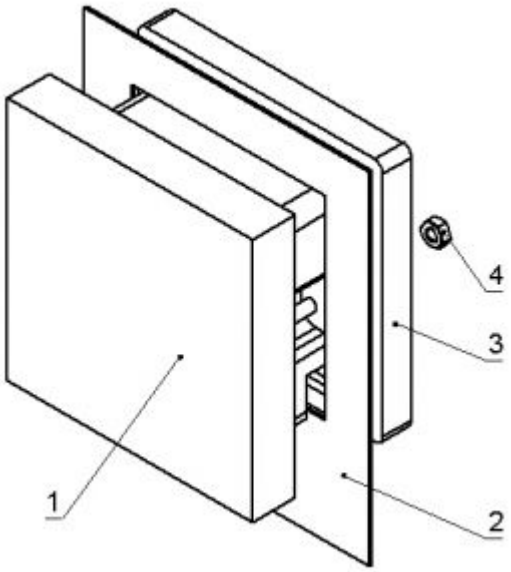

Рисунок 3 - Установка контроллера в щит
- модуль интерфейсов, питания и реле размещается в вырезе щита поз.2 и закрепляется с помощью двух винтов с гайками поз.4 и удлинительной рамки поз. 3 (рисунок 3);